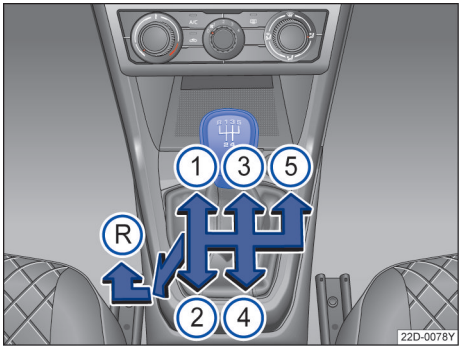

图 98 5 挡手动变速箱挡位示意图
– 停顿数秒钟后下压换挡杆，然后往左推到底，再将换挡杆向前推至换挡手柄上所示的倒挡位置→ 图 98 Ⓡ